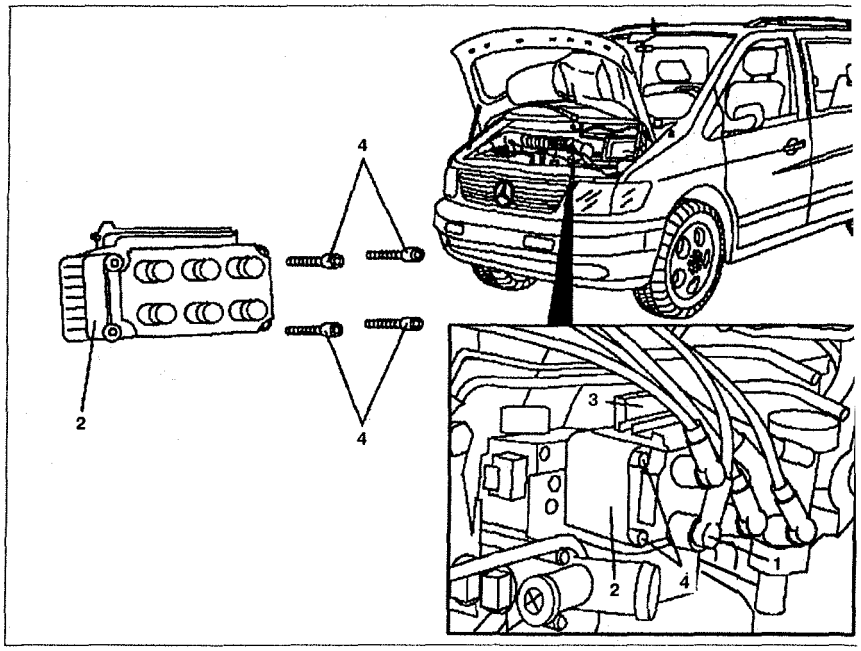

Рис. 3.40. Катушки зажигания:
2. Снимите наконечник **1** с катушки зажигания **2** (см.рис.3.40).